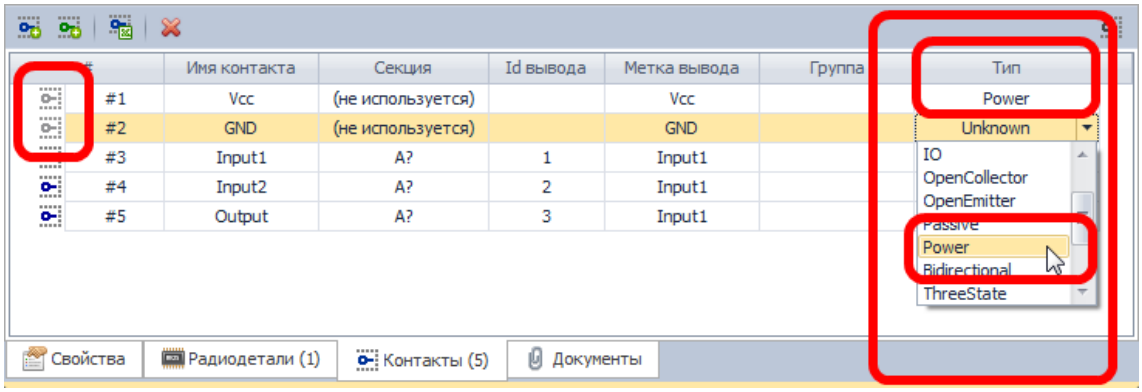

Рис. 281. Создание скрытых контактов
2. Задать для данных контактов тип «Power», см. Рис. 281.